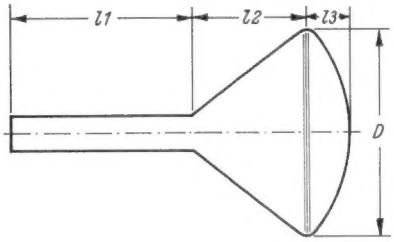

*Bild 1. Die Länge einer Bildröhre setzt sich zusammen aus der Halslänge l 1, der Konuslänge l 2 und der Höhe l 3 der Kolbenwölbung*
Wie aus Bild 2 hervorgeht, sind fünf der Antennen umschaltbar, d. h. durch Vertauschen des Reflektors mit dem Strahler können beispielsweise die Fernost-Antennen zur anderen Tageszeit als Südamerika-Antennen arbeiten. **Bild 1** zeigt einen Teil des Freiluft-Antennenwahlschalters.
*Links: Bild 1. Teil des Freiluft-Antennenwahlschalters*
Die Technik versuchte mit vielen Mitteln und nicht ohne Erfolg die drei Längenabschnitte der Bildröhre zu verkürzen **(Bild 1)**, jedoch werden die erzielten Erfolge immer wieder durch das Verlangen nach größerer Bildfläche zunichte gemacht. Durch eine gedrungene Konstruktion der Elektronenkanone und der Fokussier- bzw. Ablenkeinrichtungen kann l 1 verkürzt werden und dank neuer Konstruktionsprinzipien ist es möglich, die Bildschirmkrümmung herabzusetzen. Entscheidend aber bleibt die Konuslänge l 2. Verringert man sie, so vergrößert sich der Ablenkwinkel, der bei größeren Röhren
Aluminium läßt sich bekanntlich nicht mit normalen Hilfsmitteln löten, weil sich seine Oxydhaut kaum beseitigen läßt und weil sie sich schneller neu bildet, als das Lötzinn binden kann. Man benutzt daher (z. B. im Meßgerätebau) seit Jahren Lötkolben und Tauchbäder, die durch unhörbare Schallschwingungen großer Intensität erregt werden und durch Kavitationswirkung die Oxydhaut der Aluminiumoberfläche während des Lötens ständig aufreißen. A. E. Crawford beschäftigte sich mit diesem Vorgang, der in **Bild 1** schematisch dargestellt ist, und beschreibt einen in Pistolenform gebauten Ultraschall - Lötkolben, dessen Inneres **Bild 2** zeigt. Die Lötkolbenspitze wird von einer 10-Volt-Spirale geheizt und läuft in ein breites Kupplungsstück aus. Da ihre Gesamtlänge einer halben akustischen Wellenlänge entspricht, kann sie in der Mitte — also im Wellenknoten — gehalten werden. Die Endfläche ihres Kupplungsstückes ist mit dem Querteil des U-förmigen Schwingers hart verlötet. Der Schwinger besteht aus voneinander isolierten Blechlamellen einer Eisen - Cobalt - Legierung und hat ebenfalls die Länge einer halben akustischen Wellenlänge, so daß er im Knotenpunkt mit dem Handgriff verbunden sein kann. Auf dem einen Schenkel des Schwingers sitzt die hochohmige Treiberspule, deren elektrisches Wechselfeld den
*Bild 1. Die mit Ultraschall erregte Lötkolbenspitze verursacht in dem flüssigen Zinn kleine Hohlräume, die sich zusammenziehen, ausdehnen und schließlich implodieren (Kavitation). Die Implosionen bewirken Druckwellen, die erodierend wirken, d. h. die Oxydhaut des Aluminiums zerstören*